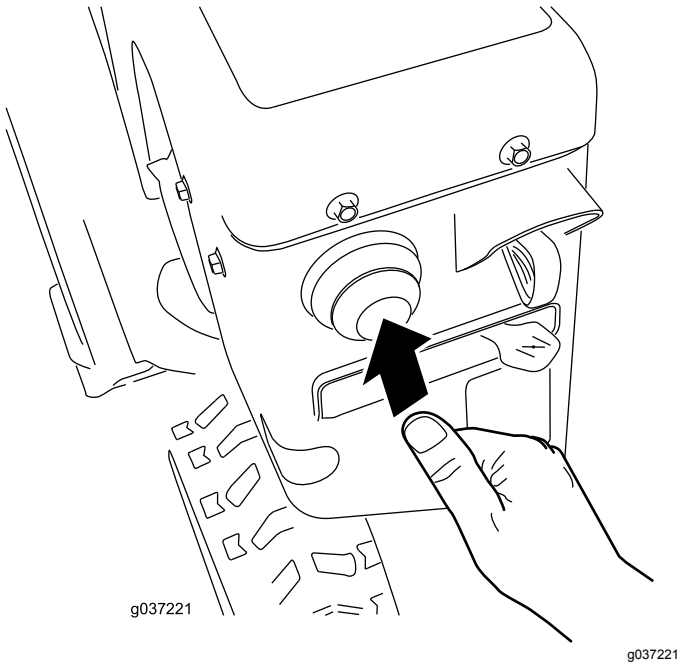

Rysunek 21
4. Mocno dociśnij pompkę kciukiem (patrz tabela poniżej), za każdym razem przytrzymując pompkę przez sekundę przed jej zwolnieniem (Rysunek 21).